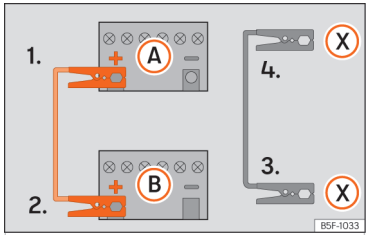

Abb. 216 Anschlussplan für Fahrzeuge mit Start-Stopp-System.
Starthilfekabel nur in folgender Reihenfolge anklemmen **1 > 2 > 3 > 4** ››› **(Abb. 216)**.
Fahrzeuge mit Start-Stopp-System: Klemmen Sie ein Ende des schwarzen Starthilfekabels (X) an einen geeigneten Masseanschluss, ein massives, fest mit dem Motorblock verschraubtes Metallteil oder an den Motorblock selbst ››› **(Abb. 216)**.
5. Klemmen Sie das andere Ende des *schwarzen* Starthilfekabels (X) im Fahrzeug mit der entladenen Batterie an einen geeigneten Masseanschluss, an ein mit dem Motorblock verschraubtes, massives Metallteil oder an den Motorblock selbst, aber so weit wie möglich von der Batterie **A** entfernt an.